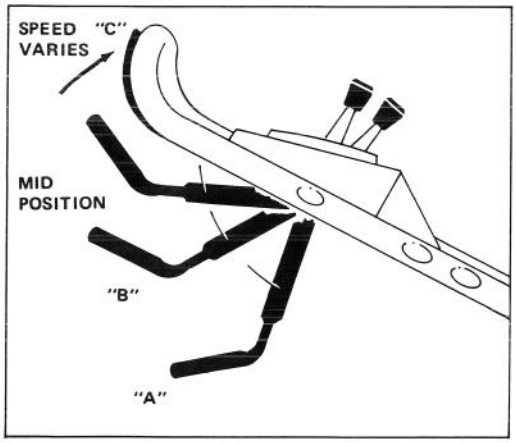

Figure 10
5. BLADE AND TRACTION OPERATION (Fig. 10) – Move control bar down to "A" and raise to engage blade "B". Move ground speed control to desired setting and squeeze control bar against handle "C" to drive. Ground speed varies, depending on space between control bar and handle. To disengage traction drive, but keep blade engaged, gradually release control bar to mid position. To self-propel with blade disengaged, eliminate downward movement necessary for blade engagement and squeeze control bar against handle.